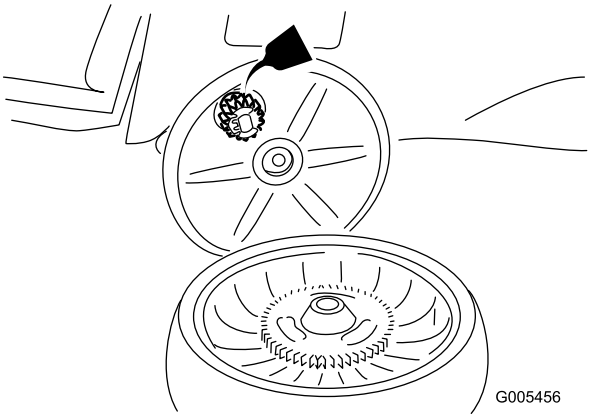

Figur 25
2. Kom smøreolie på tandhjulet som vist i Figur 25.